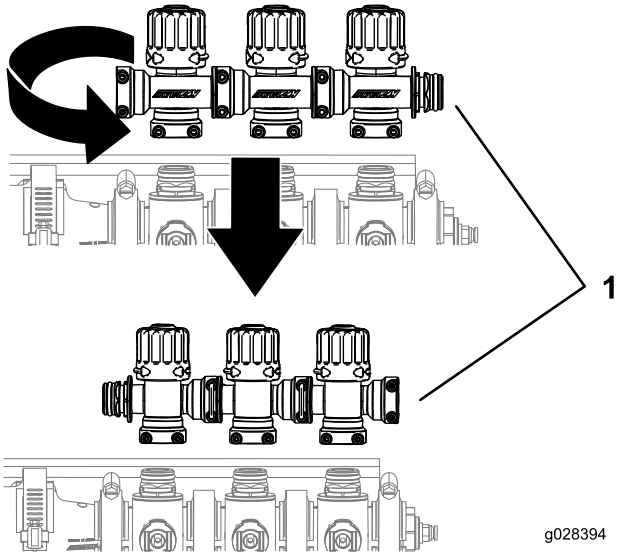

Figur 5
4. Drej omløbsjusteringen 180 grader som vist i Figur 5.